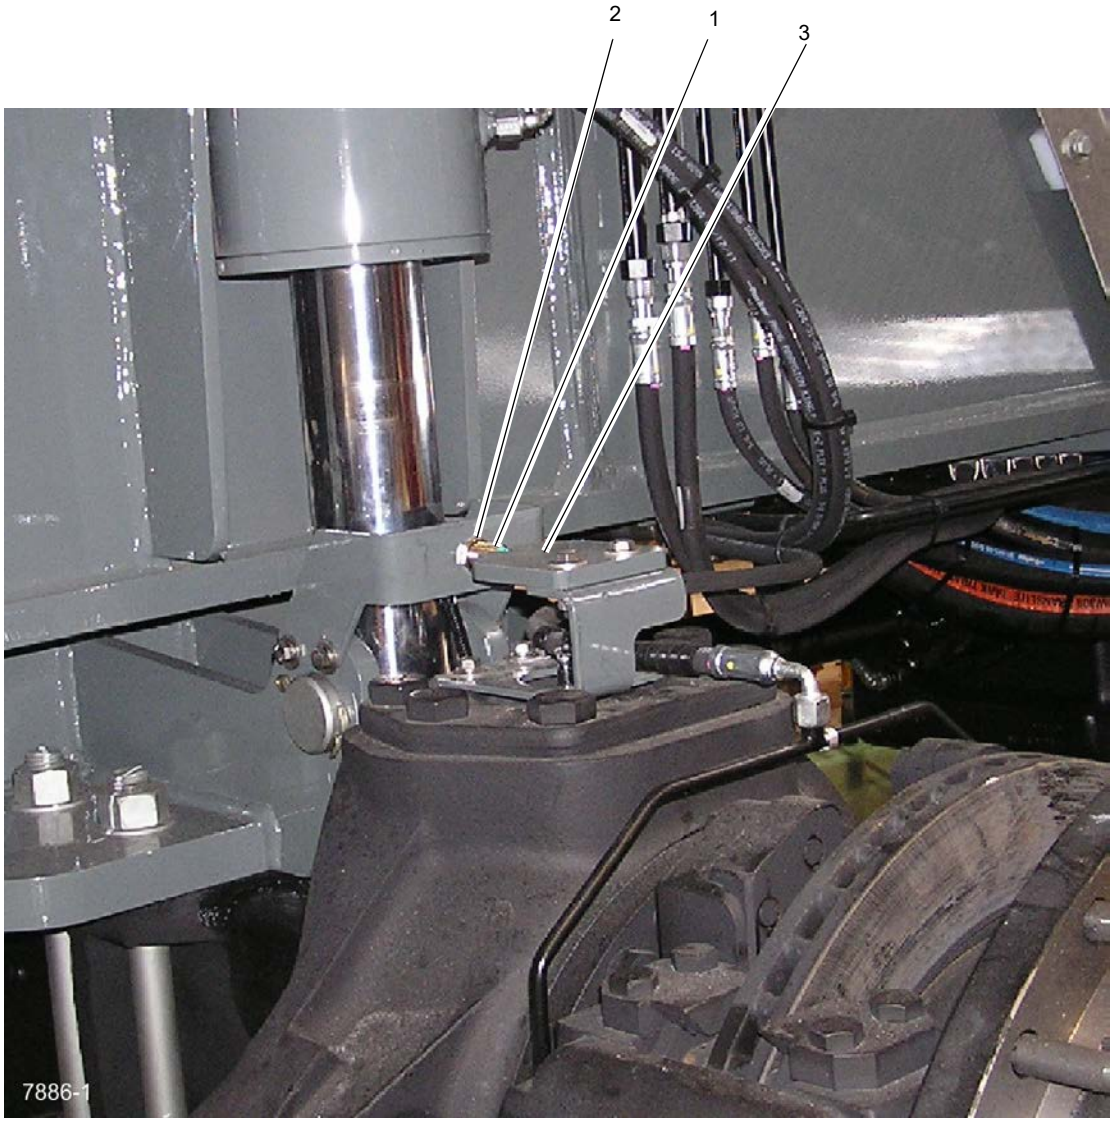

FIGURA 8-1
**NOTA:** Consulte a Figura 8-1 sobre o ajuste da chave das rodas traseiras não centralizadas.
2. Certifique-se de que exista um vão livre de no máximo 0.19 pol. (4,8 mm) entre a chave do sensor (1) e a placa do sensor (3). Ajuste soltando a contraporca (2) na chave e girando a chave. Aperte a contraporca.